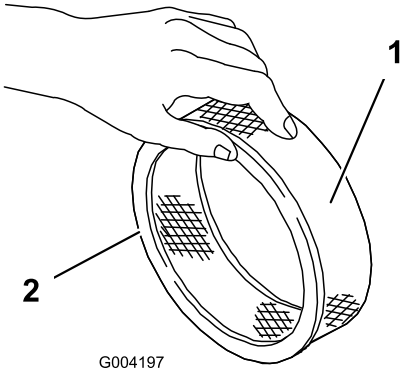

**Rysunek 45**
5. Sprawdź filtr papierowy pod kątem rozdarć, warstwy oleju i uszkodzenia gumowej uszczelki (Rysunek 45).
1. Ostrożnie wsuń piankowy filtr wstępny na wkład papierowy (Rysunek 45).